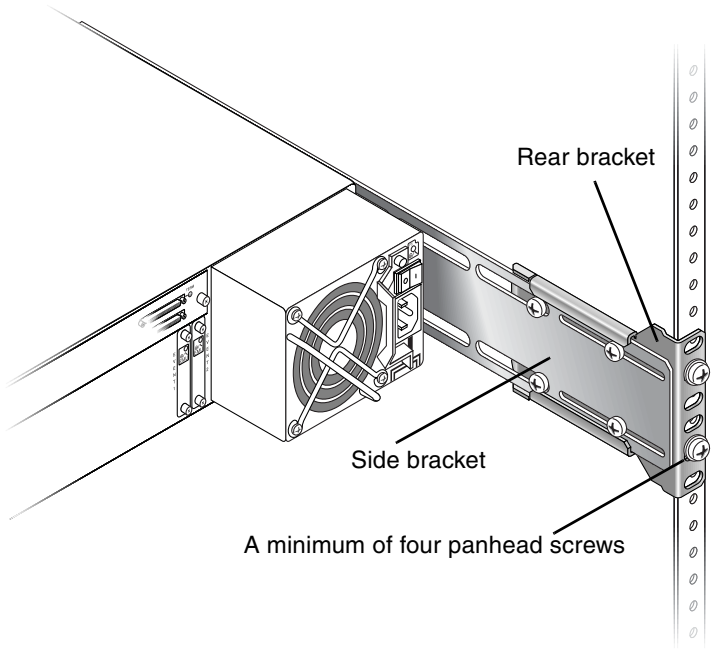

Figure 2-6 Rear and Side Brackets Assembled
9. Attach each side bracket to a rear bracket (see Figure 2-6):